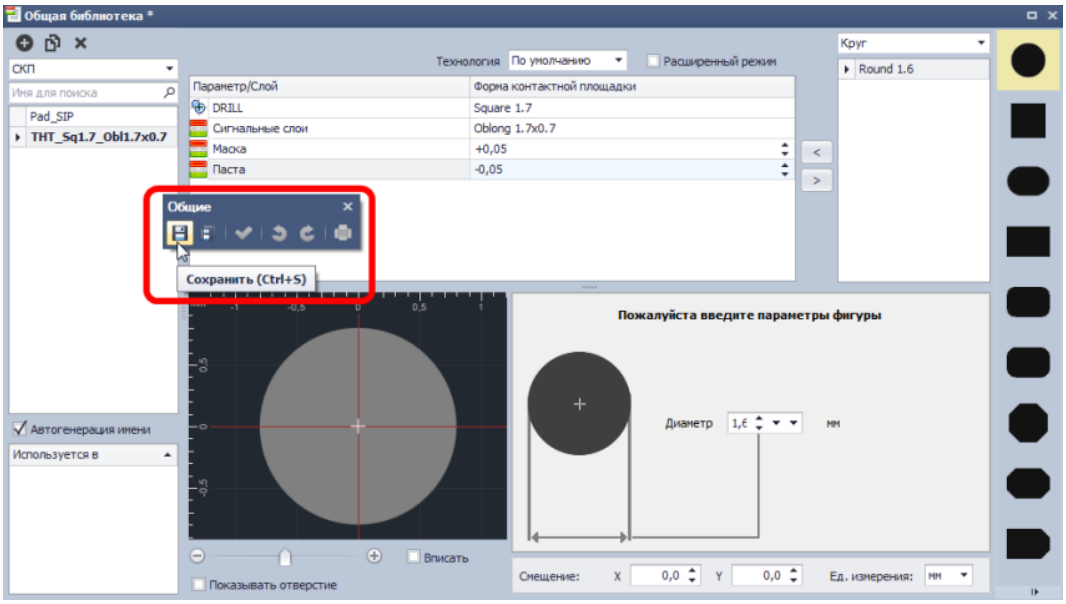

Рис. 129. Сохранение контактной площадки
8. После того, как все слои и параметры контактной площадки определены, необходимо сохранить ее в библиотеке, нажав кнопку «Сохранить», расположенную на панели инструментов «Общие», см. Рис. 129.